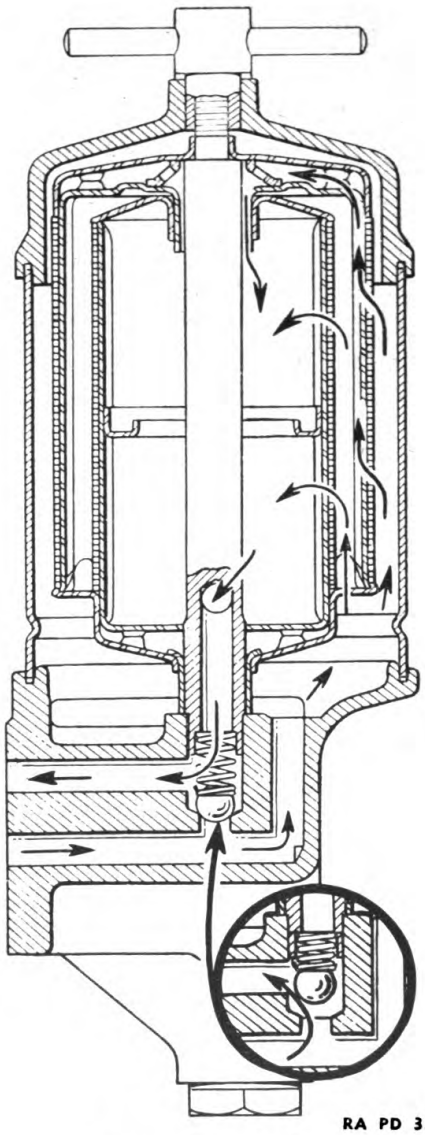

FIGURE 47.—Oil filter.
42. Oil filter.—*a.* The filters (fig. 47) should be cleaned and the sludge compartment drained each time the crankcase lubricating oil is changed. Each filter element shown is made up of fine flat ribbon wound on a corrugated brass shell. Spaces .003 inch wide exist between each ribbon. Filtering occurs on the outside edges of the ribbon as the cleaned oil passes through the fine spaces.
e. The normal passage of oil through the filters is shown in figure 47. If the filter elements are clogged, the ball check in the filter base will open to permit oil to flow directly to the bearings without passing through the filters.